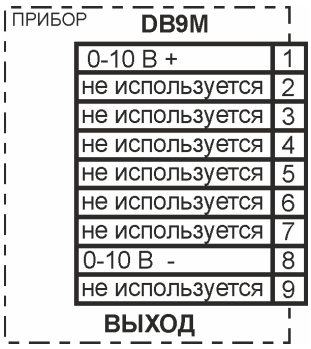

Рис.3.
8.1. Схема распайки разъема “ВЫХОД” приведена на рис.3.